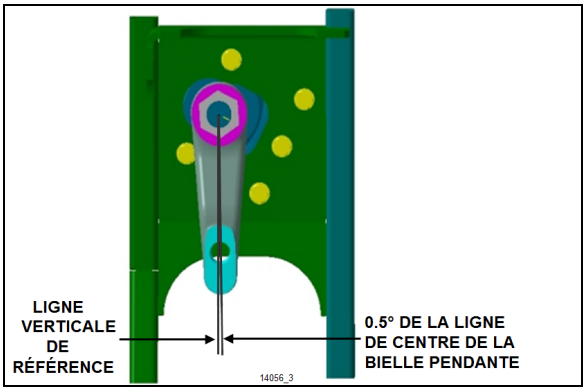

FIGURE 42: ALIGNEMENT DE LA BIELLE PENDANTE IFS
4. Vérifier si la relation angulaire de la bielle pendante avec le boîtier de direction est similaire à l'illustration Figure 42.